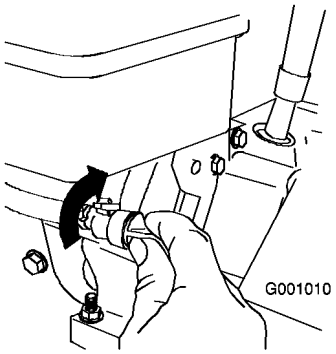

Figur 32
3. Stäng bränslekranen genom att vrida den medsols (Figur 32).